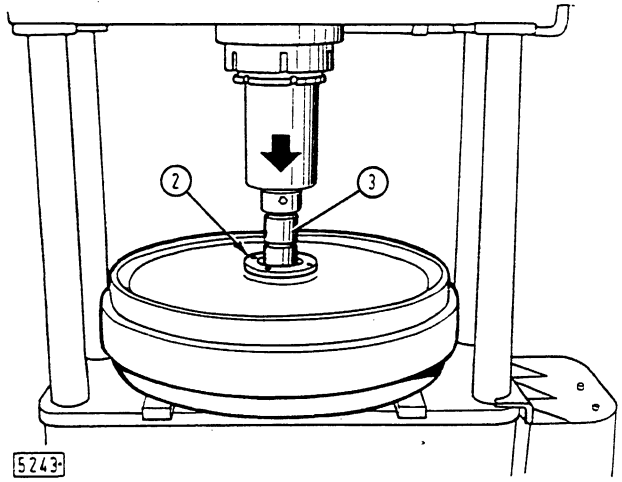

Fig. 14-15 - Withdrawing bushing carrier using a fixed type press.
Remove capscrews (C1) and press out carriers (4) acting on end of idler shaft (Fig. 14-15).